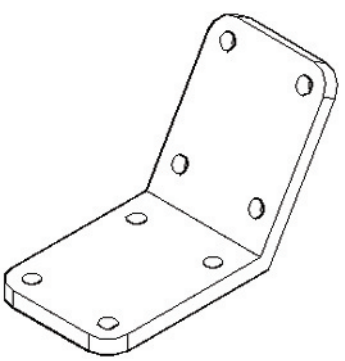

Fig. 17.6 First example – **changing UCS planes**
First example – changing UCS planes (Fig. 17.6)
11. Place the 3D model in the **3D Navigate/Southwest Isometric** view and set in the **Visual Styles/Hidden** format (Fig. 17.6).